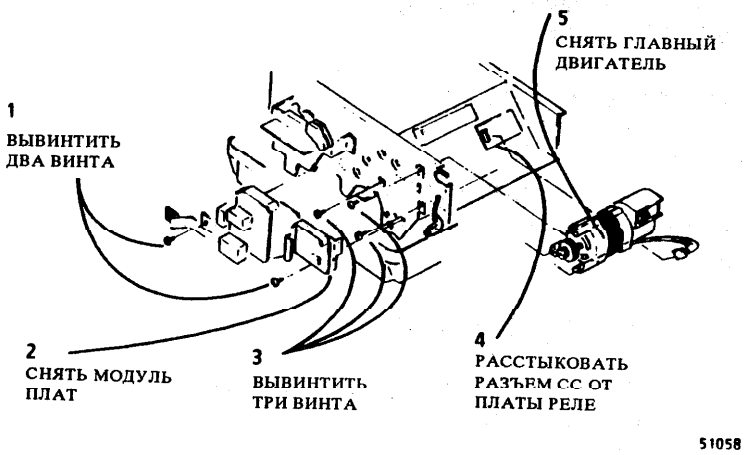

Рис. 2. (Только 5009) Снятие главного двигателя (MOT1)
3. (Рис. 2) (только 5009): снять главный двигатель.